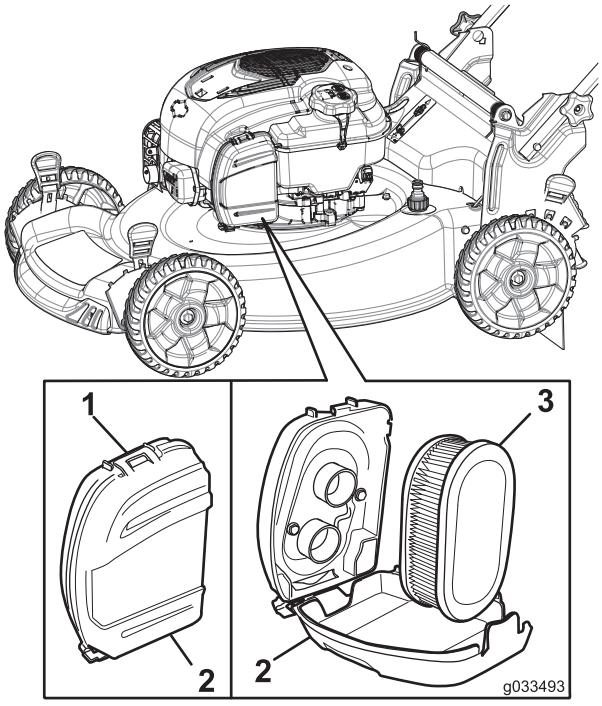

Bild 30
1. Entfernen Sie das Oberteil der Luftfilterabdeckung (Bild 30).
2. Entfernen Sie den Luftfilter (Bild 30).